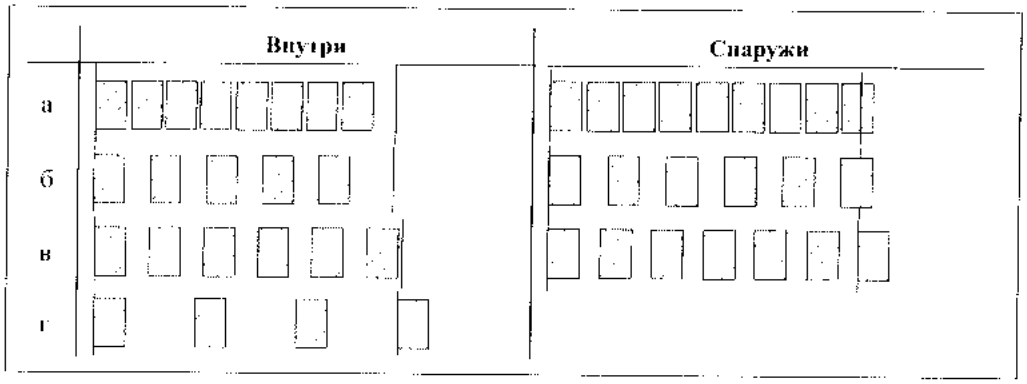

Рис. 34.5. *Размещение последовательности Repeating Detail: Brick*
- **Layout** (Разметка) — метод размещения узлов в последовательности (рис. 34.5):